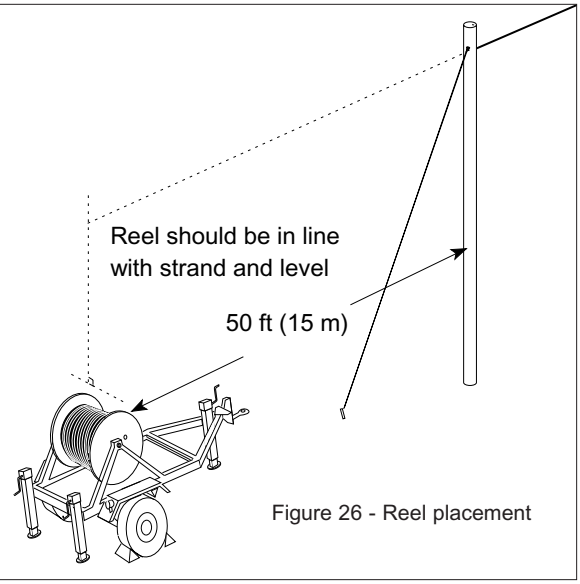

Figure 26 - Reel placement
7.5 Cable reel trailers should be disconnected from their tow vehicles before beginning an installation. Level the reel, and make sure that the wheels of the reel-carrying vehicle (trailer or truck) are securely chocked (Figure 26).